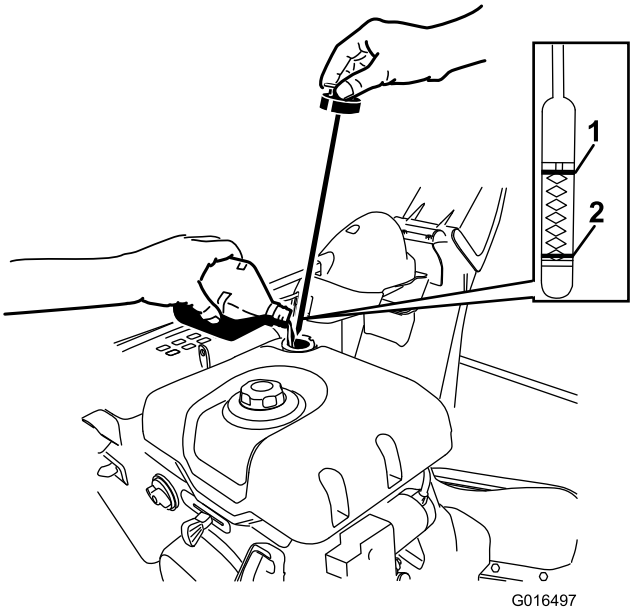

Figur 20
1. Fjern peilestaven ved å rotere lokket mot urviseren, og hell olje **sakte** inn i oljepåfyllingsrøret for å heve oljenivået til Full-merket på peilestaven. **Ikke fyll på for mye.** (Figur 20).